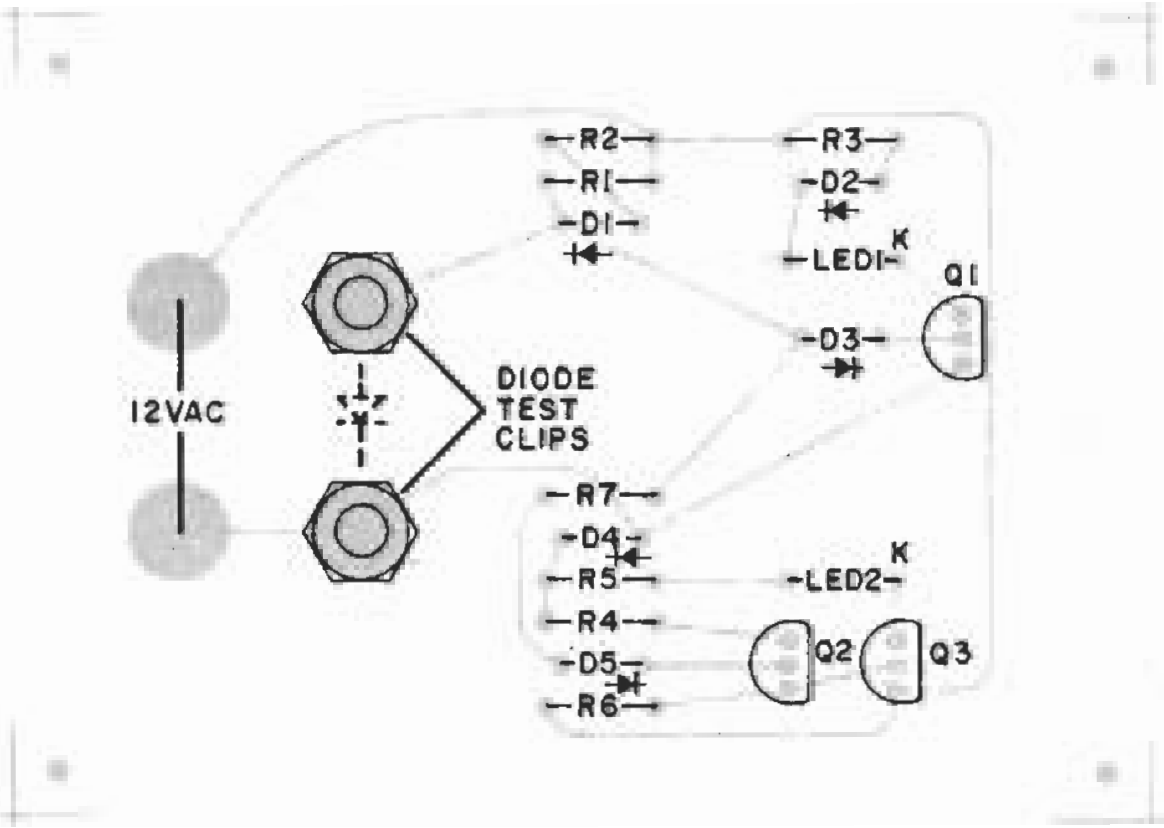

*Fig. 2. Pc board can be used as case cover with component mounting as shown at left.*
Figure 2 shows a complete test circuit for a 16-pin DIP. Resistor $R_2$ is included here at each input to prevent ambiguity when an IC with uncommitted terminals is being measured. The power supply formed by the zener diode and the transistor is poorly regulated—its main purpose is to limit the voltage driving the LEDs and thereby conserve current consumption. ☐
**Construction.** Although circuit layout is not critical and any type of construction can be used, a unique approach was used in the author's prototype as shown in the photographs. The pc board foil pattern shown in Fig. 2 can be used to make a board which has the components mounted on one side with the other side serving as the cover for the plastic case. The component holes are drilled only half-way into the board. The only holes drilled all the way through the board are those for mounting the LED's and the diode test clips. The other components are mounted by bending and cutting their leads so that they just fit on their pads. Solder must be applied quickly and properly to insure a good mechanical hold.